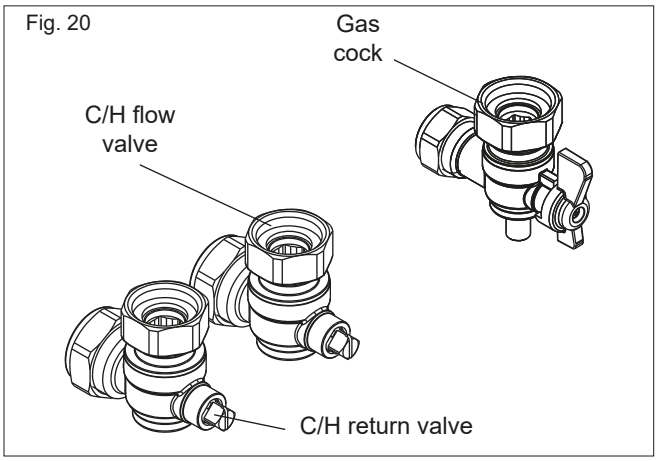

Fig. 20
5.6 CONNECTING THE GAS AND WATER (fig. 20)